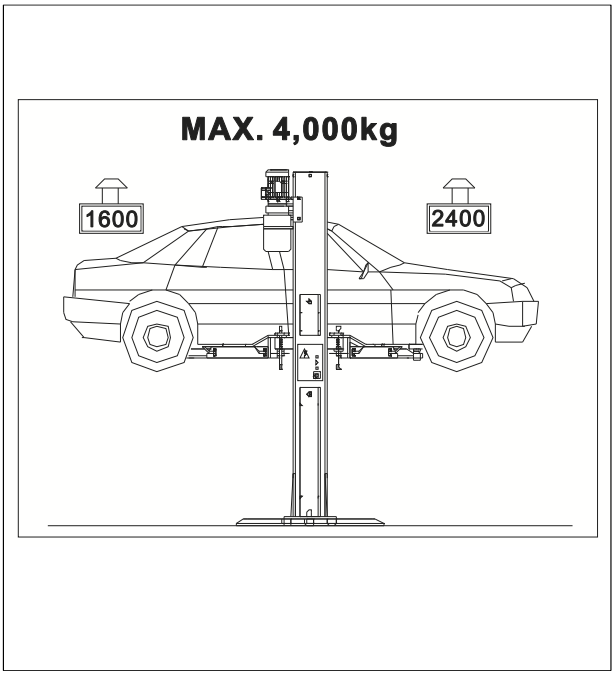

Fig. 7 Weight Distribution
• Only authorized vehicle (Fig. 6 & Fig. 7) are raised without exceeding the rate capacity and overall dimensions.